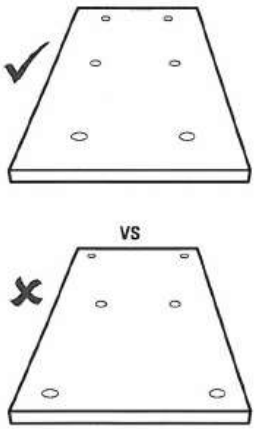

Figure 2
a) It is important to install plates in a straight line. This will improve system performance and help you more easily identify plates under the membrane. (See Figure 2)